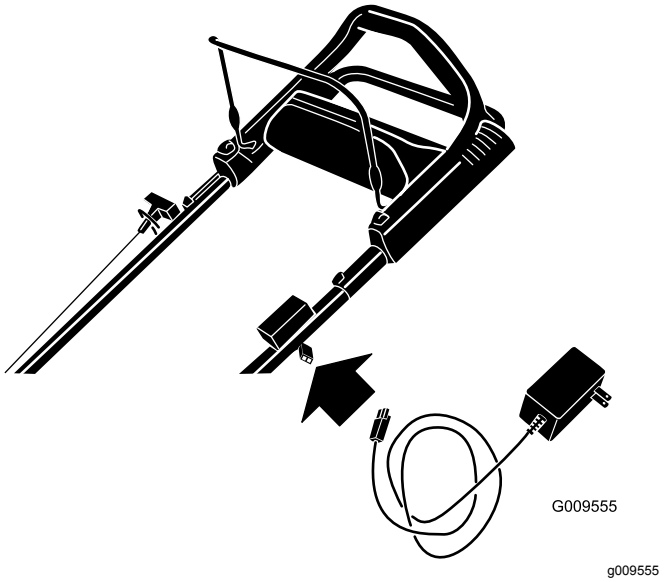

Figur 39
1. Anslut laddaren till maskinens ledningsnät nedanför tändningsnyckeln (Figur 39).